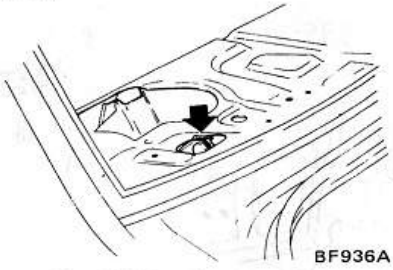

Fig. BF-20 Dépose des pattes de fixation de charnières
5. Retirer les pattes de fixation de charnières (droite et gauche) et déposer les charnières. Voir Figure BF-20.